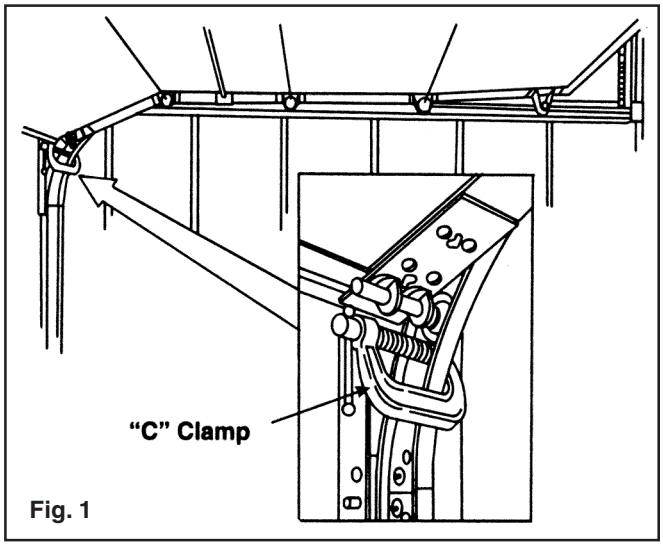

Fig. 1
**Step 1a:** Raise the door to the full open position. Place "C" clamps or locking pliers tightly on both sides of the track under the door so the door is held securely in place. With the door fully open, most spring tension has been removed. (FIG. 1) **Do not attempt to remove or adjust extension springs with door in the down position. Use "C" clamps to keep the door from moving or falling once the springs are removed.**